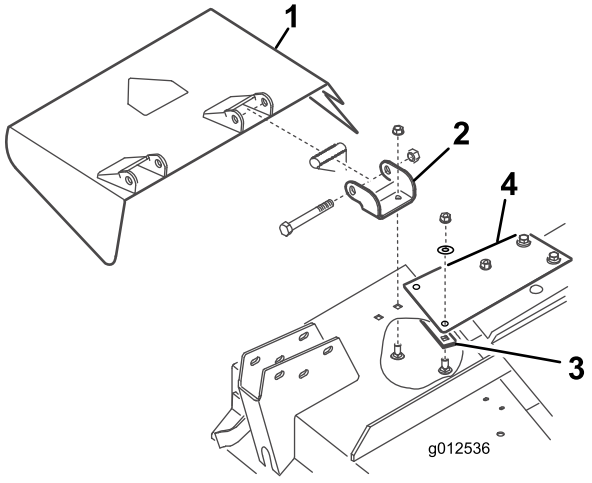

Figure 7
1. Retirez les boulons, les contre-écrous et les ressorts qui fixent les supports du déflecteur aux supports de pivot (Figure 7). Déposez le déflecteur.
2. Retirez les boulons de carrosserie et les écrous à embase qui fixent les supports de pivot au carter (Figure 7). Déposez les supports de pivot. Conservez les fixations pour la repose.
3. Retirez les 2 boulons de carrosserie, rondelles plates et contre-écrous qui fixent le renfort sur la face inférieure du carter et le raidisseur au sommet du carter (Figure 7).